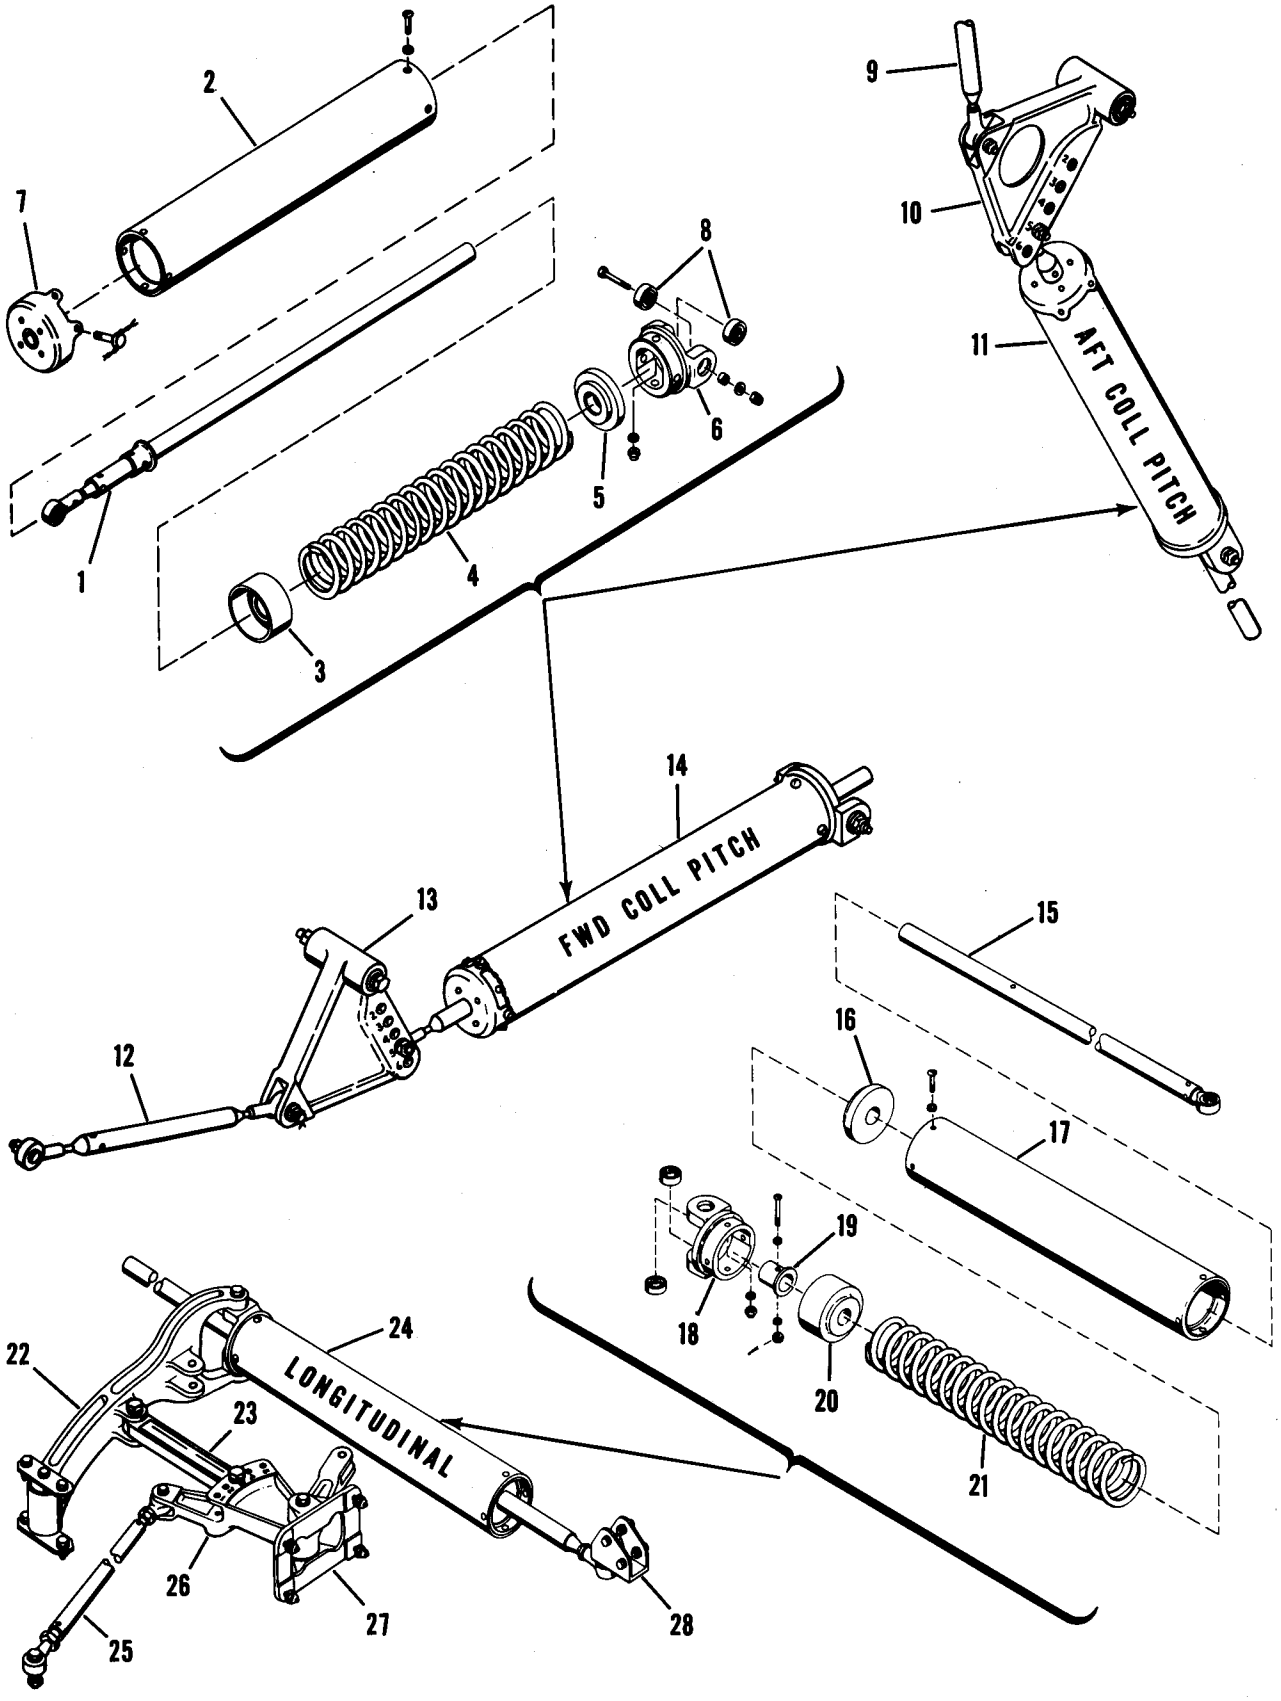

Figure 2-20. Flight Control Bungees
2-118. DESCRIPTION. (See figure 2-20.) The longitudinal bungee aids in moving the longitudinal flight controls of the helicopter when the hydraulic flight control system is not operating. The longitudinal bungee assembly is located under the cabin flooring just aft of the canted bulkhead. It is attached to the lower flight controls by a rod assembly extending forward from the bungee installation to an idler arm of the longitudinal control system. Since the forces which require use of the longitudinal bungee occur only under special circumstances, for example, when a blade set creates unexpected control forces, the bungee is normally locked out of the control system. However, if it becomes necessary to connect the unit into the system, this may be done quickly and easily. Refer to paragraphs 2-119 and 2-121 for installation and removal instructions.
2-119. REMOVAL. (See figure 2-20.) Remove the longitudinal bungee assembly as follows:
a. Disconnect rod assembly (25) at adjustable bellcrank (26).
b. A rope (9, figure 2-28A) must be tied to the longitudinal bellcrank (22, figure 2-20) and pulled in the direction as shown in figure 2-28A to relieve the load on the link (23, figure 2-20) so that the link may be removed.
The rope must be released gradually to prevent damage to the installation or injury to personnel removing or replacing the link (23, figure 2-20).
2-120. DISASSEMBLY. (See figure 2-20.) Disassemble the longitudinal bungee as follows:
2-121. ASSEMBLY AND INSTALLATION. (See figure 2-20.) To assemble the bungee, reverse the disassembly procedure. Assemble all dissimilar metal parts with zinc chromate primer.
2-124. DESCRIPTION. (See figure 2-20.) The collective pitch bungee assemblies are attached to the forward and aft upper flight control assemblies. They aid the pilot in moving the collective pitch lever when the hydraulic flight control system is not operating.
2-125. REMOVAL—FORWARD BUNGEE. (See figure 2-20.) Remove the forward collective pitch bungee as follows:
NOMENCLATURE KEY FOR FIGURE 2-20
2-127. DISASSEMBLY. (See figure 2-20.) The following procedure is applicable to both the forward and aft collective pitch bungee assemblies.
2-128. ASSEMBLY. (See figure 2-20.) To assemble the collective pitch bungees, reverse the removal procedure. Assemble all dissimilar metal parts with a coating of zinc chromate primer.
2-129. INSTALLATION. (See figure 2-20.) To install the forward and aft collective pitch bungees, reverse the removal procedure. Rig bungees as outlined in Flight Controls Rigging Procedure in this section.